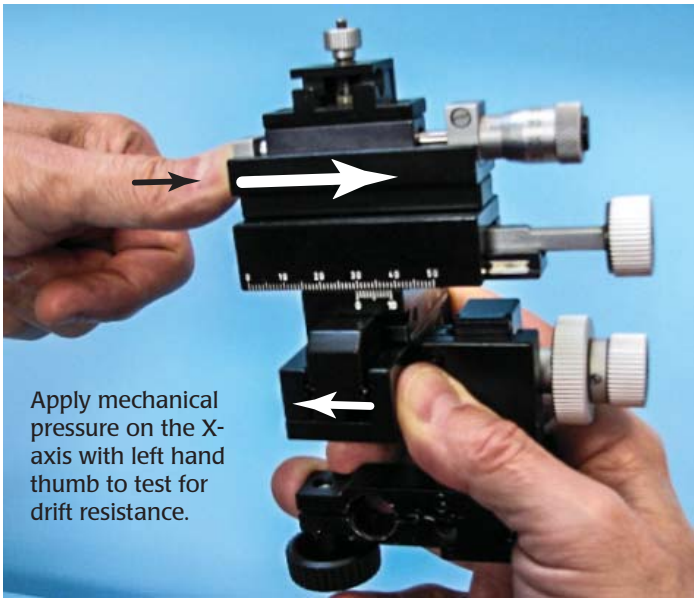

Fig. 8—To test the drift resistance, press on the x-axis. It should not move easily.
5. Test the drift resistance of the axis by pushing on it with your hand to see how easily it moves. A good technique for doing this is to push on the axis body with your left thumb while providing a counteracting force on the lower part of manipulator using your right hand (Fig. 8). When the tension is adjusted correctly, it will not be easy to move the axis by pushing it.